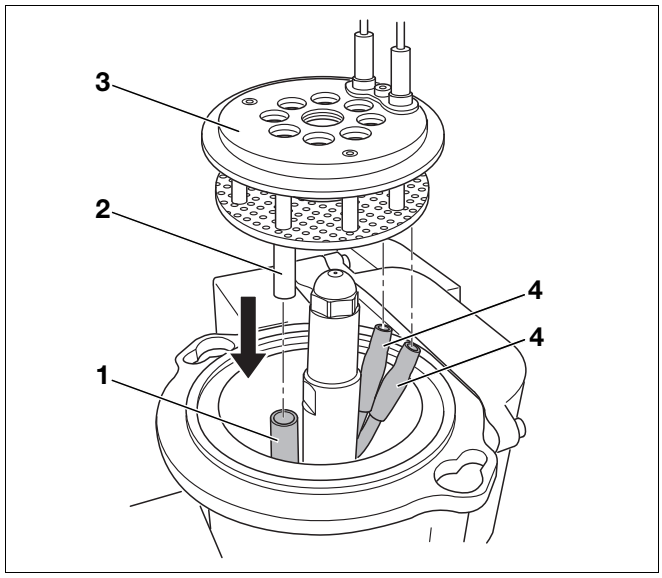

Rys. 37 Montaż układu mieszania
- Ponownie wmontować system mieszający (Rys. 37, **Poz. 3**).
- Prawidłowo zamocować przewody zapłonowe (Rys. 37, **Poz. 4**).
- Wsunąć rurkę optyczną (Rys. 37, **Poz. 2**) do tulejki prowadzącej (Rys. 37, **Poz. 1**).